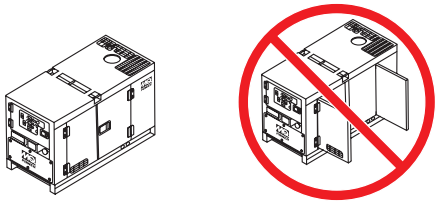

Figure 42. Engine Enclosure Doors
7. Close all engine enclosure doors (Figure 42).